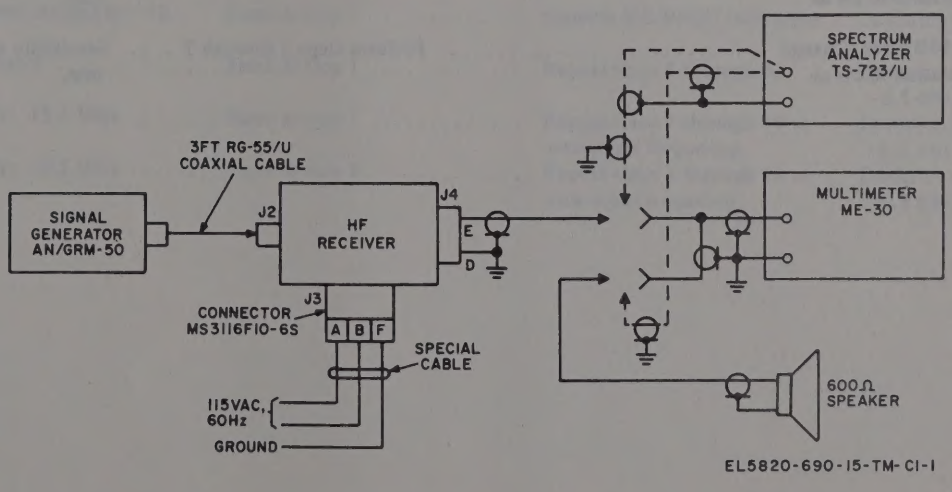

Figure 8-18. Final test procedure, test setup.
(2) *Test conditions* (fig. 8-18). Fabricate special power cable by connecting one desired length wire individually to pins A, B, and F of an MS3116F10-6S connector. Prepare the other ends of the wires to fit the power source used. Prepare shielded cable 4 feet long with shield and center conductor fanned at each end. Prepare shielded cable with telephone-type plug to fit LS-3 loudspeaker on one end; fan the shield and center conductor at other end.
(3) *Test connections* (fig. 8-18). Connect 3-foot length of coaxial cable RG-55 with UG-88/U at each end between output jack of signal generator and J2 of HF receiver. Connect special power cable connector MS3116F10-6S to J3 on HF receiver and connect other end of wire to power source. Connect shield of 4-foot coaxial cable to pin D of connector J4 on HF receiver. Connect center conductor of this cable to pin E of J4. Connect other end of shielded 3-foot cable to the INPUT binding posts of Voltmeter, Electronic ME-30B/U with shield to GND binding post. Connect shielded loudspeaker cable to binding posts on INPUT of Voltmeter, Electronic ME-30B/U.
(1) *Test connections.* Connect equipment as shown in figure 8-18 and explained in *a*(3) above.
(1) *Test connections.* Connect equipment as shown in figure 8-18. Remove shielded cable from input binding posts of ME-30B/U and connect to AF INPUT binding posts of Spectrum Analyzer TS-723/U.